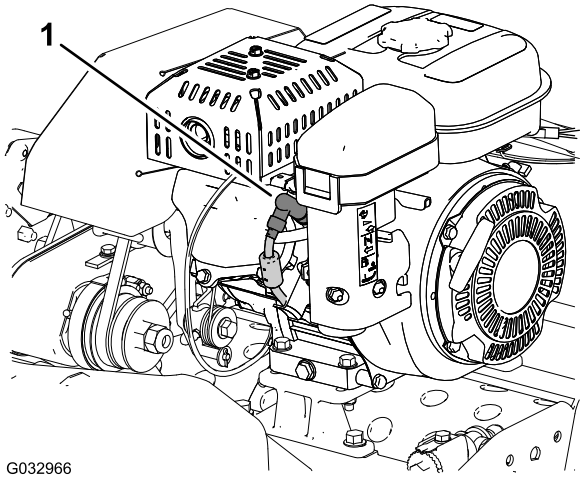

Figur 1
4. Fjern tennpluggkabelen fra klemmene på tennpluggen (Figur 1).